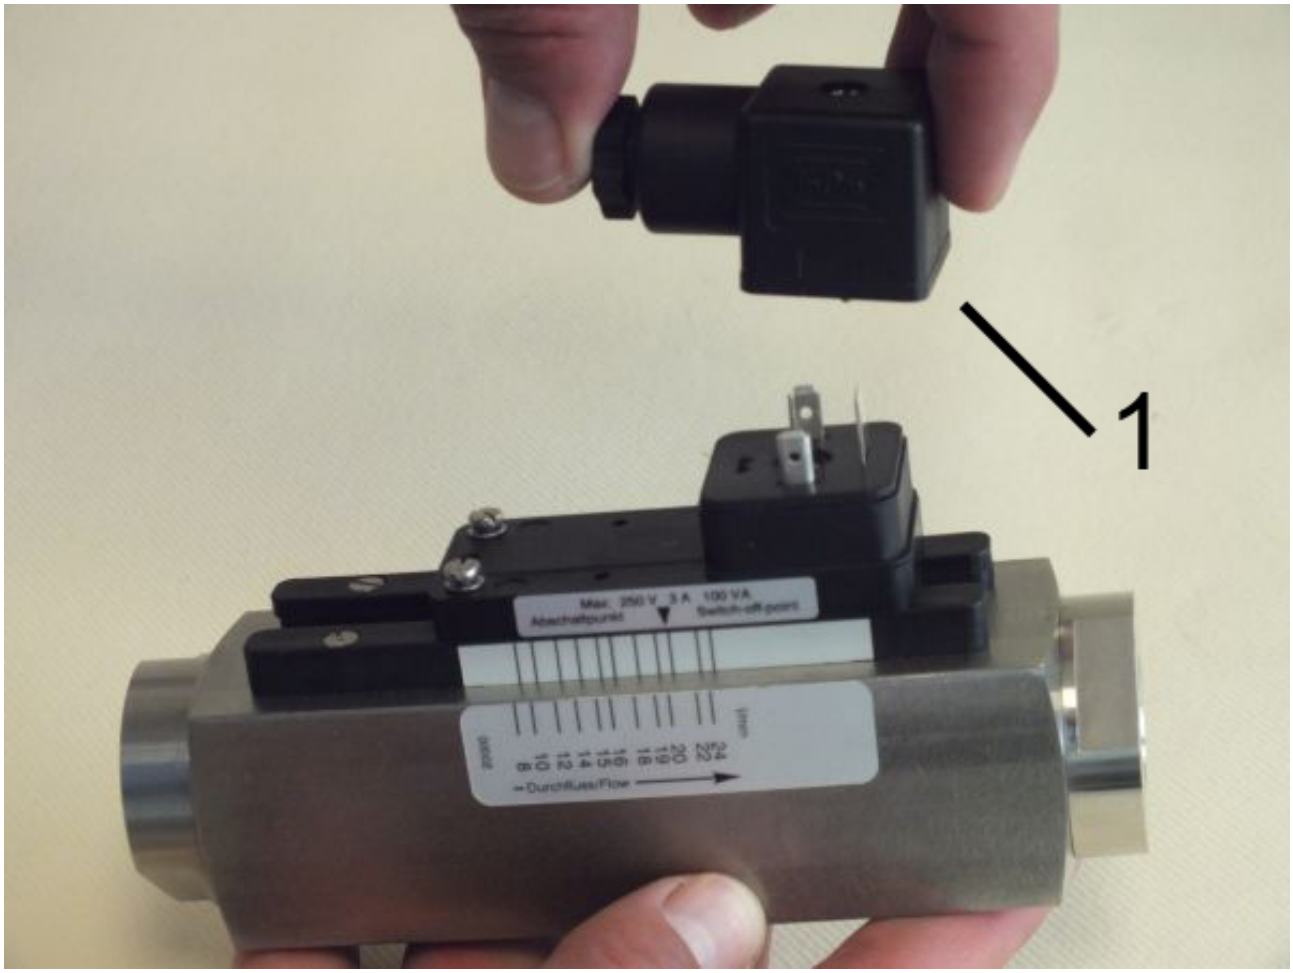

Fig. 14: Remove socket
2. Remove socket (*Fig. 14*/1)